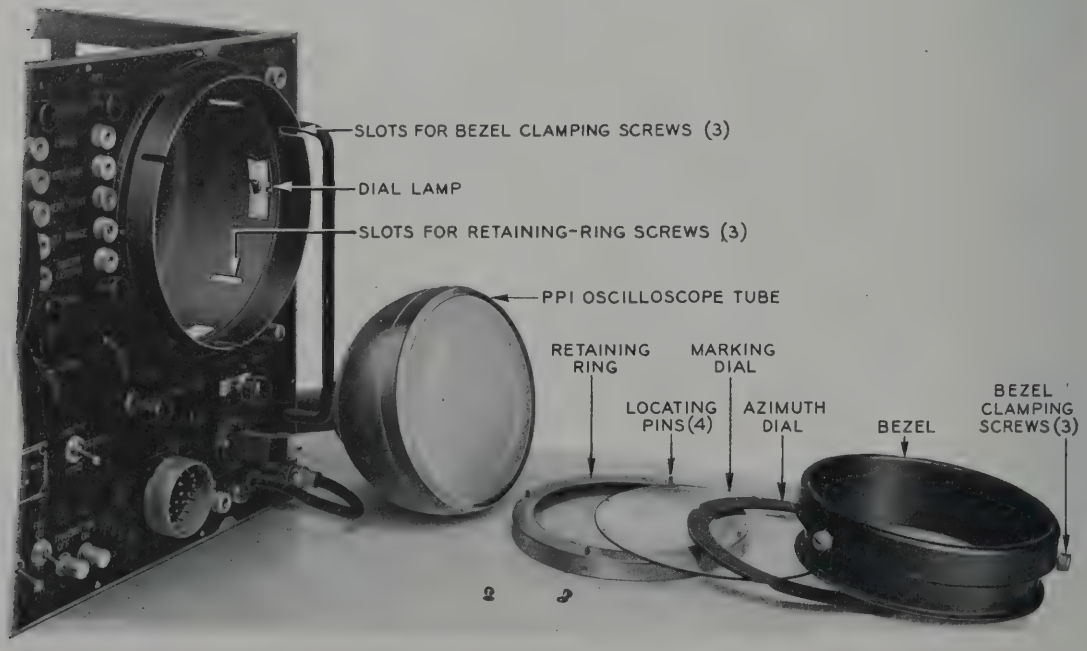

Figure 107. Indicator Unit ID-16/TPS-1A, PPI oscilloscope tube removed.
(2) Loosen the three bezel clamping screws and remove the bezel (fig. 107).
(3) Remove the azimuth dial and marking dial from the locating pins on retaining ring.
(4) Remove the three screws which fasten the retaining ring to the tube shield, and move the tube outwards to release socket spring tension.
(5) Pull off the socket.
(6) Remove the tube.